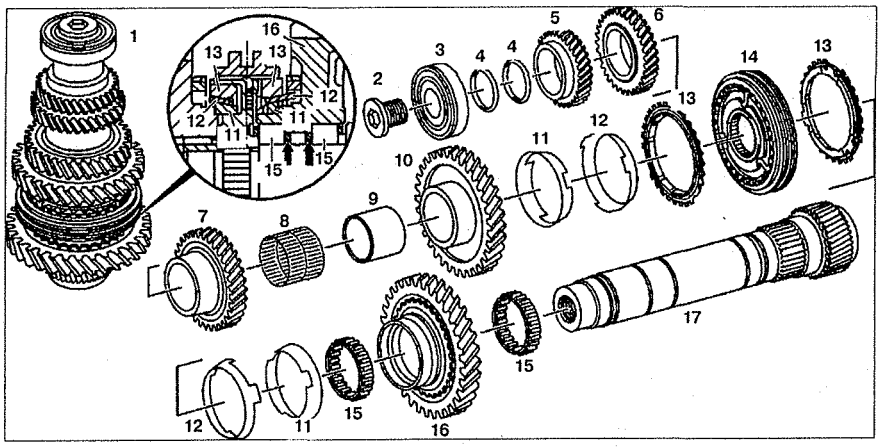

Рис. 6.34. Ведомый вал (автомобили с двигателями 111.948 и 601.970):
2. Открутите болт **2** (см.рис.6.34).